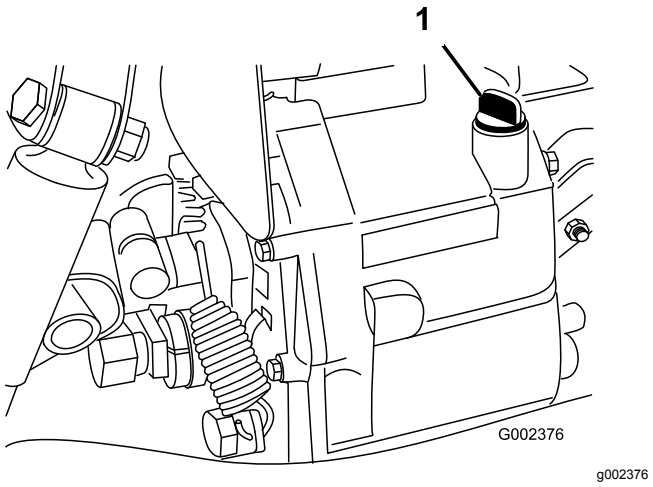

Rysunek 20
2. Oczyścić obszar wokół wskaźnika poziomu (Rysunek 20).